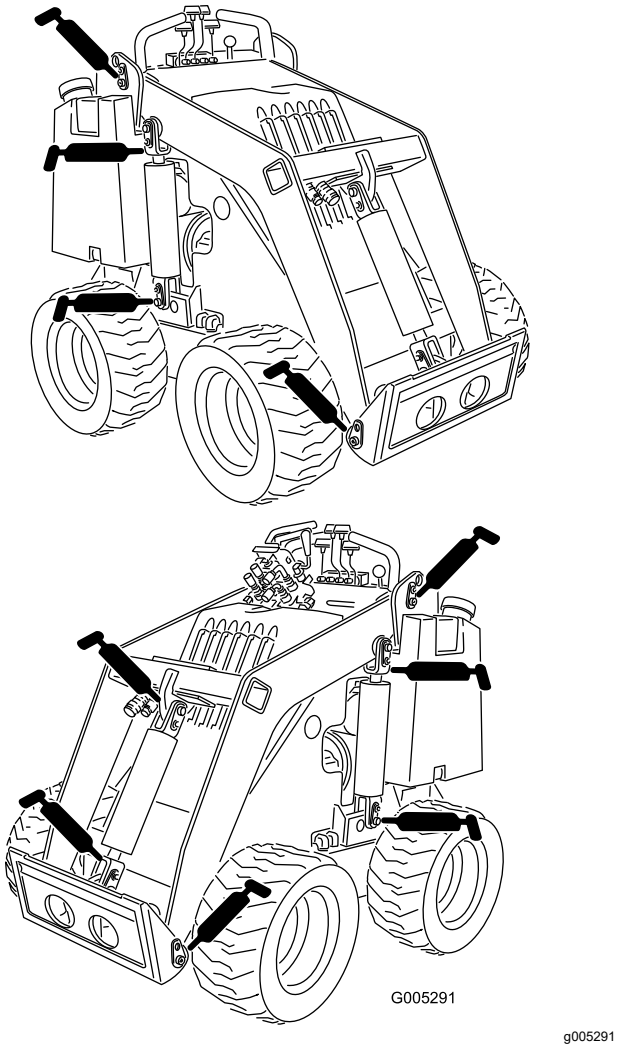

Rysunek 19
4. Podłącz smarownicę do obu smarowniczek (Rysunek 19 i Rysunek 20).